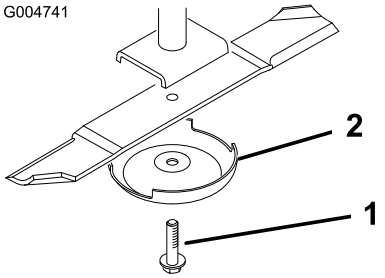

Figura 86
2. Fixe a extremidade da lâmina utilizando um pedaço de tecido ou uma luva grossa. Retire o parafuso da lâmina, o recipiente anti-danos e a lâmina do eixo (Figura 86).